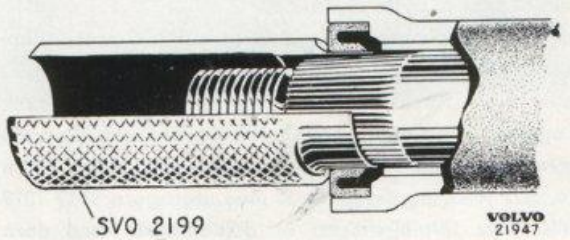

Bild 6-27. Montering av styraxel
6. Anbringa skyddshylsa SVO 2199 enligt bild 6-27 och montera styraxeln i styrsnäckshuset. Fyll några droppar olja vid justerskruven i styraxeln.